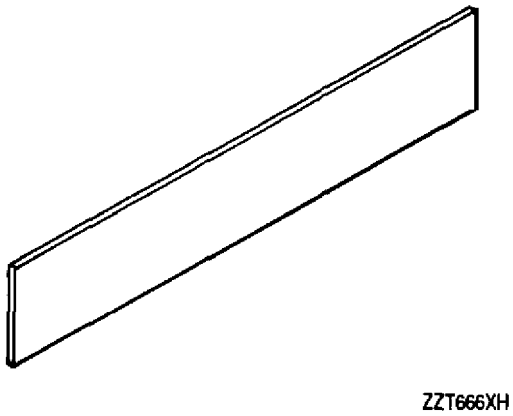
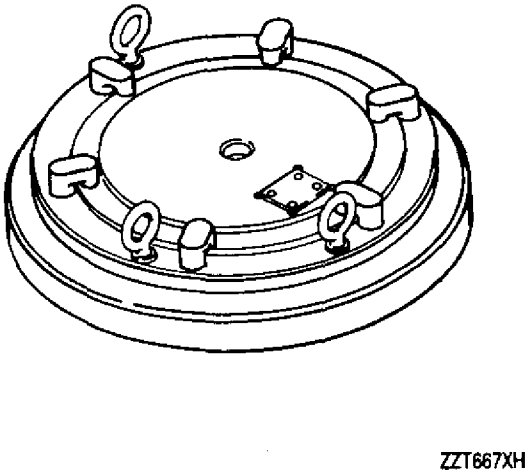

Figure 14. 23034318 Machining Template
Figure 15. 23034319 Machining Fixture
g. Machine the ID of case assembly to dimensions shown in figure 13 using 23034318 machining template (figure 14) and 23034319 machining fixture (figure 15) (be sure the surface is uniform, free from blisters, chips and other objectionable defects not removable by machining operations).